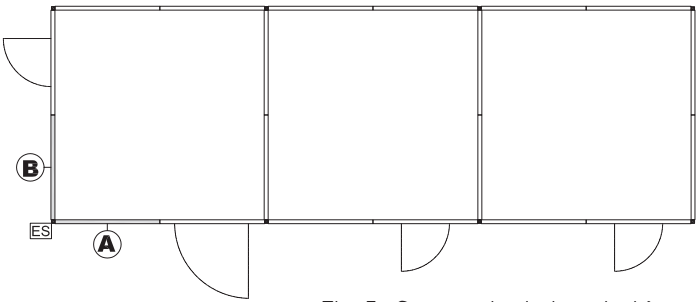

Fig. 5 Secuencia de instalación
* Tome 2 paneles pasos Ⓐ y Ⓑ e ícelos formando una esquina ver Fig. 5